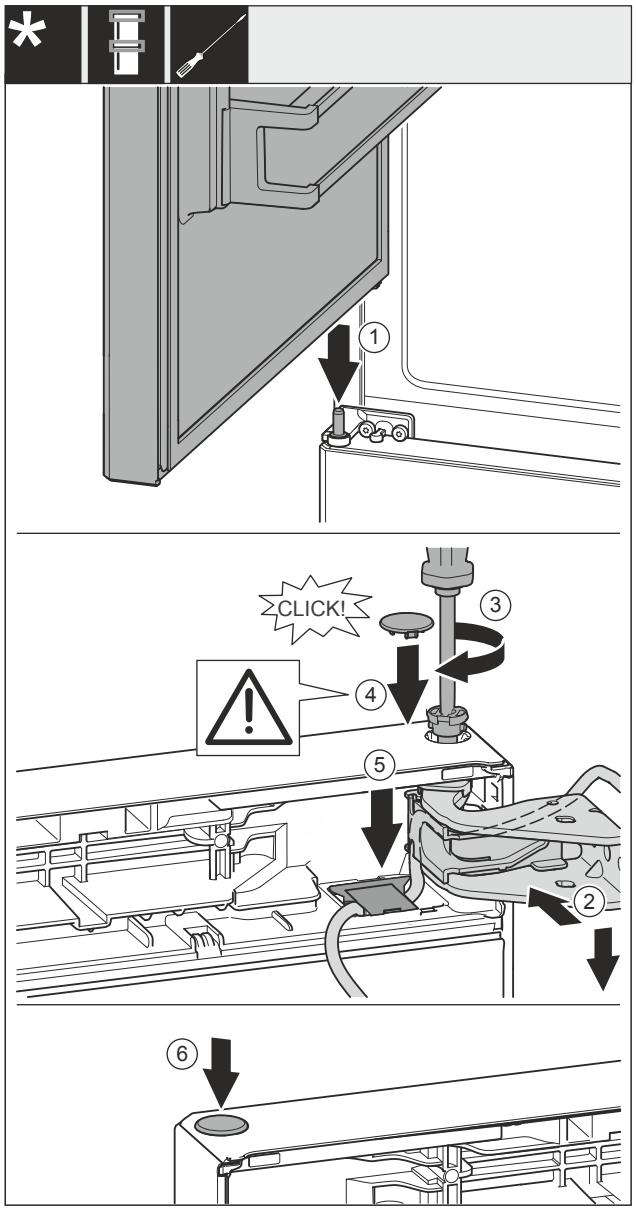

Fig. 37
- ▶ Bovenste deur op het middelste lagerbok *Fig. 37 (1)* plaatsen.
- ▶ Deur boven naar de opening in het lagerbok *Fig. 37 (2)* uitlijnen.
- ▶ Bouten *Fig. 37 (3)* insteken en met een schroevendraaier vastschroeven.
- ▶ Afdekking *Fig. 37 (4)* plaatsen.
- ▶ Controleer of de afdekking *Fig. 37 (4)* tegen de deur ligt.
- ▶ Afdekking *Fig. 37 (5)* plaatsen en naar onderen drukken tot deze vergrendeld.
- ▶ Afdekking *Fig. 37 (6)* plaatsen.